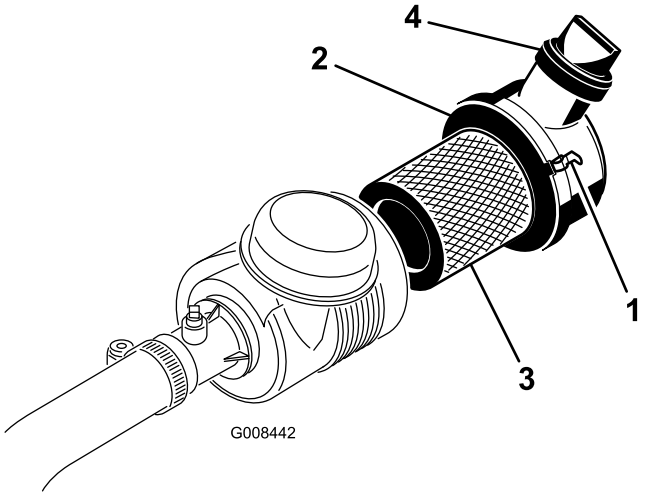

Figur 38
1. Utløs låsene som fester luftrenserdekselet til luftrenserhuset (Figur 38).
6. Sett dekslet på igjen, og fest låsene (Figur 38).